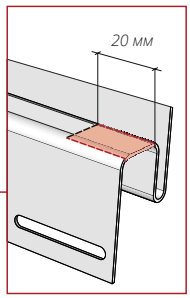

*Рисунок 52*
**15.7** Согласно рис. 52 отмерьте и разметьте от торца околооконки расстояние 20 мм по центру ребер. Сделайте резы, используя ножницы.